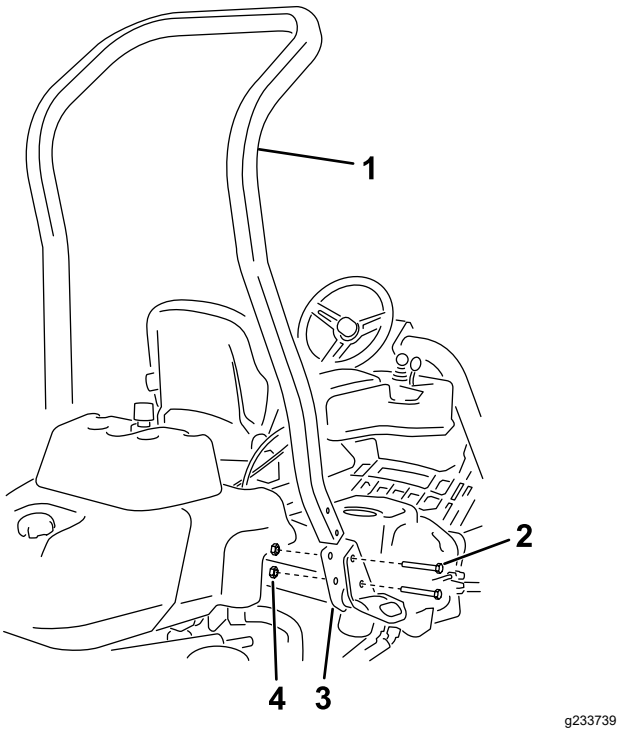

**Rysunek 3**
3. Zamocuj pałąk zabezpieczający w gniazdach układu ROPS z każdej strony maszyny w sposób pokazany na (Rysunek 3), używając 4 śrub (½ x 3¾ cala) i 4 nakrętek kołnierzowych (½ cala).